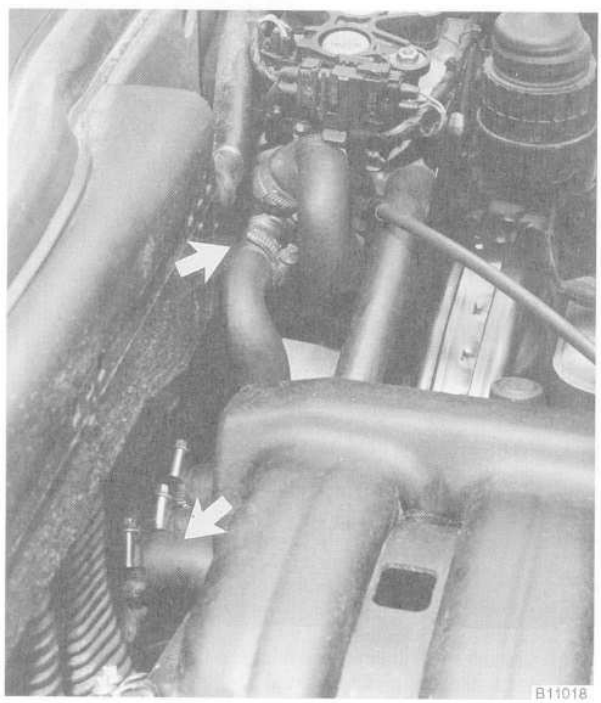

Fig. 12. Heater hoses at bulk head and heater valve (**arrows**) to be disconnected.
9. Disconnect the heater hose at the rear bulk head and at the heater valve. See Fig. 12.